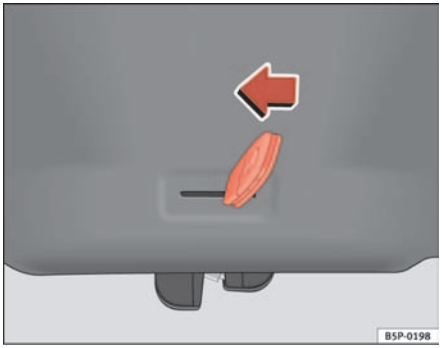

Fig. 68 Tailgate: emergency opening
– Insert the key bit in the groove and unlock the locking system, turning the key from right to left, as shown by the arrow ⇒ fig. 68. ■